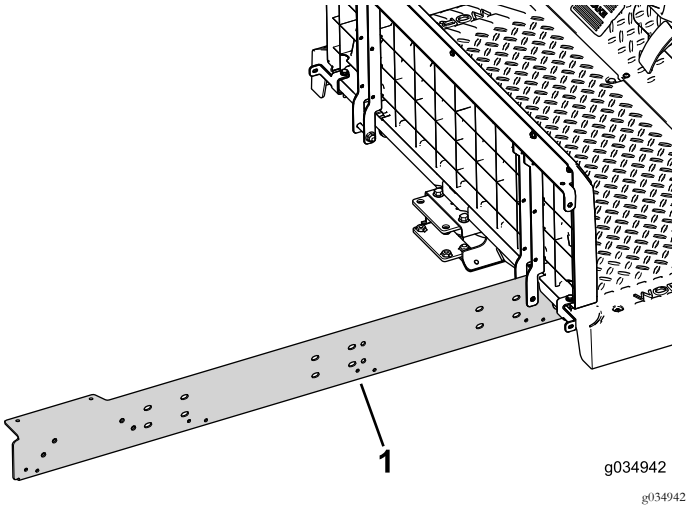

Figur 22
2. Montera förlängningsskenan löst på maskinens högra sida (Figur 22).